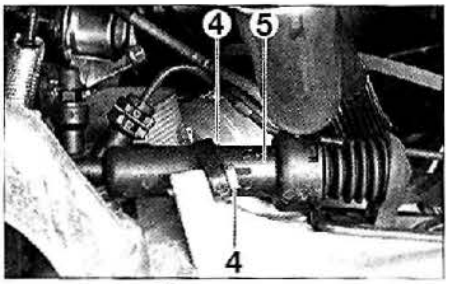

FIG. 56
• Desmontar los tornillos de fijación (4) del receptor de embrague (5) **(fig. 56)**.